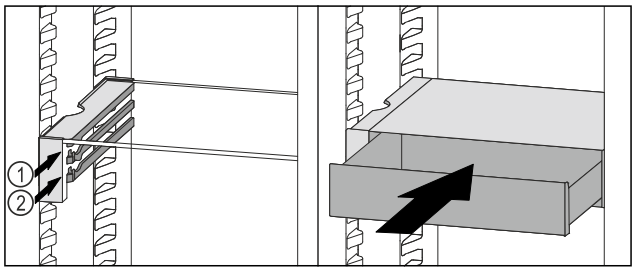

Fig. 217
▶ Place the VarioSafe drawer behind the stoppers on desired rib *Fig. 217 (1)* or *Fig. 217 (2)*.